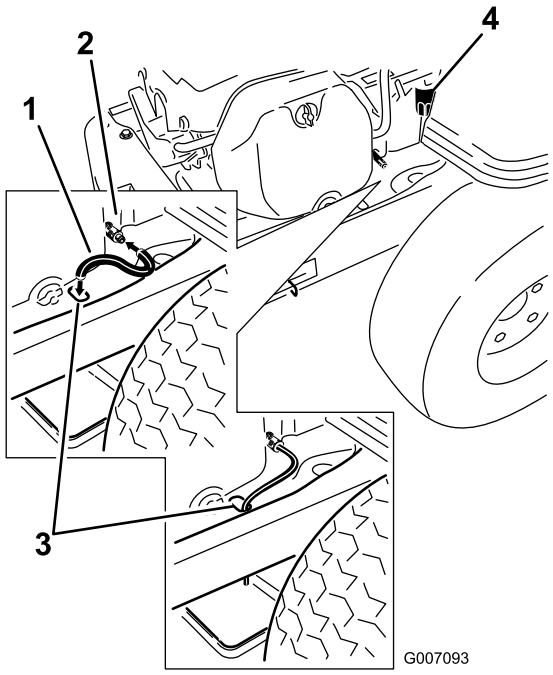

Figur 33
4. Rengjør området rundt tappeventilen og på maskinrammen. Finn oljetappeslangen og skyv den over tappeventilen (Figur 33).
5. Plasser motsatt ende av oljetappeslangen over rammeenden (Figur 33).